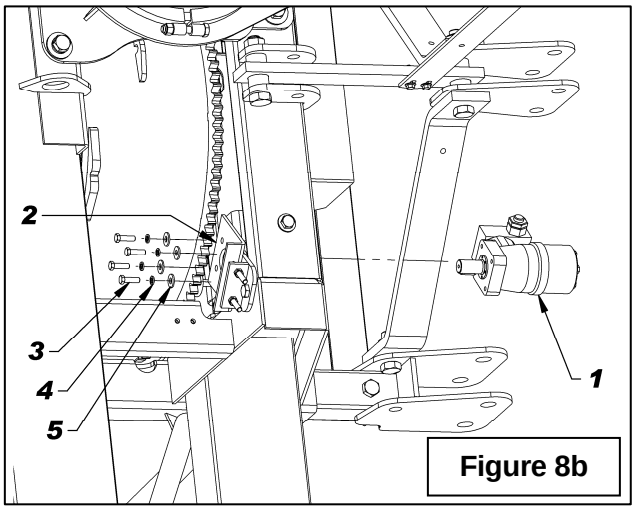
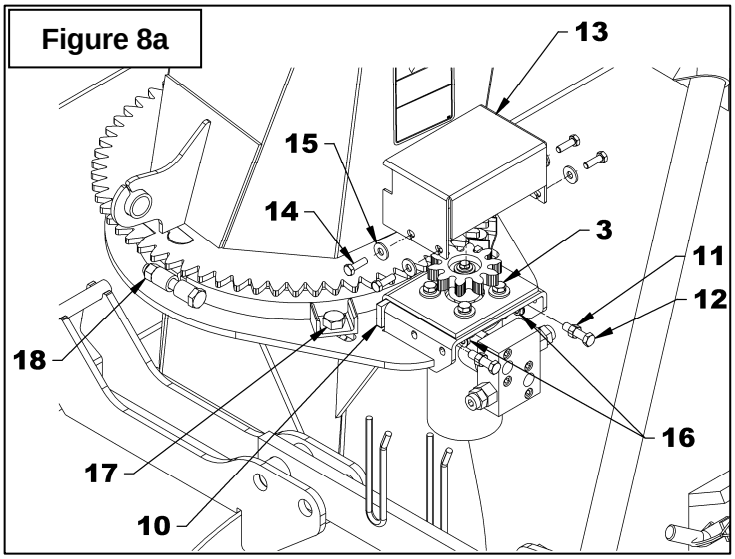

Figure 8b
Figure 8a
4. **Figure 8a:** Adjust the distance between the chute gear and the motor gear according to the following step:
- **A.** Slightly unscrew the two bolts (item 17) that hold the retaining plate.
- **B.** Screw the two nuts (item 18) simultaneously until the distance between the retaining plates and the chute base is leveled.
- **C.** Retighten the bolts (item 17) according to the ***"Torque Specification Table"*** at the end of the manual.
- **D.** Adjust the gears to a distance between 1/32" and 1/16" by screwing the two bolts (item 12). Secure with the nuts (item 11) moving them against the anchoring flat bar (item 10). Tighten the four bolts (item 3) at 30 lbs-ft (41 N-M).
5. **Figure 8b:** Remove the gear and one of the four 3/8"NC x 1 1/4" bolts (item 3) holding the motor, apply Loctite® 243 on the bolt threads and tighten at 33 ft-lb (45 N-M). Repeat the same procedure with the other three bolts.
6. **Figure 8a:** Reinstall the gear and the cover (item 13) with four 5/16" x 1" bolts (item 14), 3/8" flat washers (item 15) on the outside and 5/16" serrated flange nuts (item 16) on the inside. Tighten according to the ***"Torque Specification Table"***.